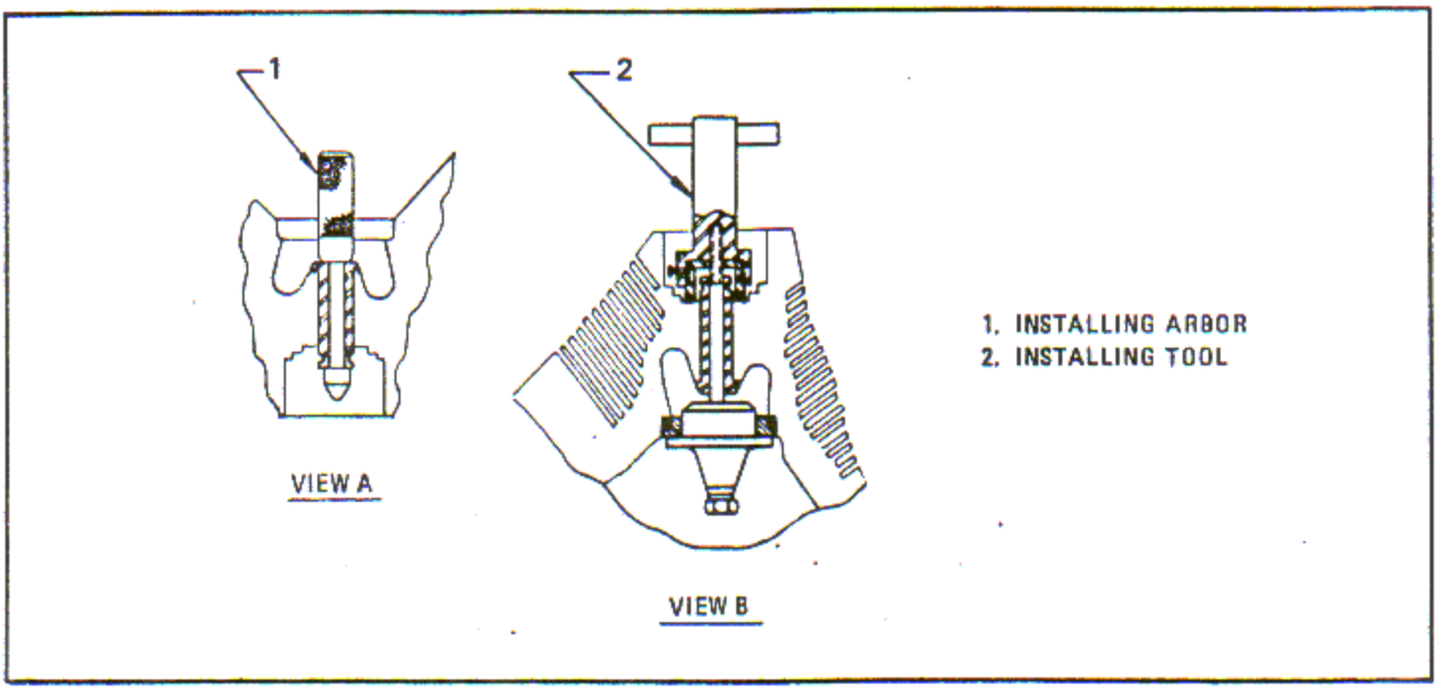

Figure 6-149. Installing Exhaust Valve Guide and Seat
d. Insert the valve guide with the installing arbor (1) as shown in figure 6-149, view A. Press down against the arbor for a moment to permit the temperatures to equalize.